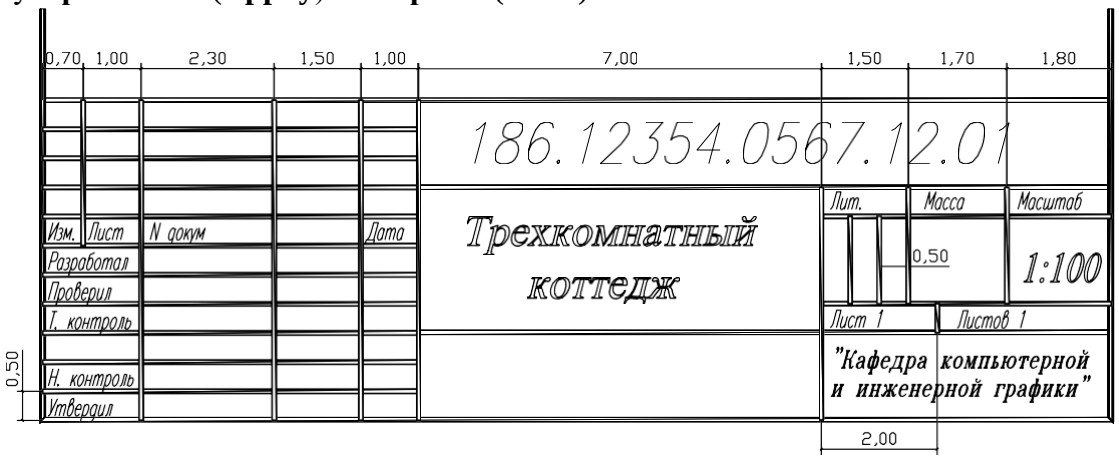

Рис. 43
3.Напечатайте текст в штампе: введите команду dt, щелкните на кнопке **Без привязки** (**Snap to None**), а затем щелкните в пятой сверху графе самого левого столбца. Угол поворота выберите по умолчанию 0, нажав **Enter**. Напечатайте *Изм*. И еще раз нажмите **Enter.** При необходимости переместите текст с помощью маркера. Скопируйте текст с помощью команды **Копировать объект (Copy)** или с помощью ручек в те места на штампе, где используется данный стиль шрифта. Измените текст с помощью команды **Ddedit**, выбрав в меню **Modify/Text**, и корректируя надпись согласно рисунка штампа. Для обозначения документа, названия, масштаба сделайте свой стиль (рис. 43).